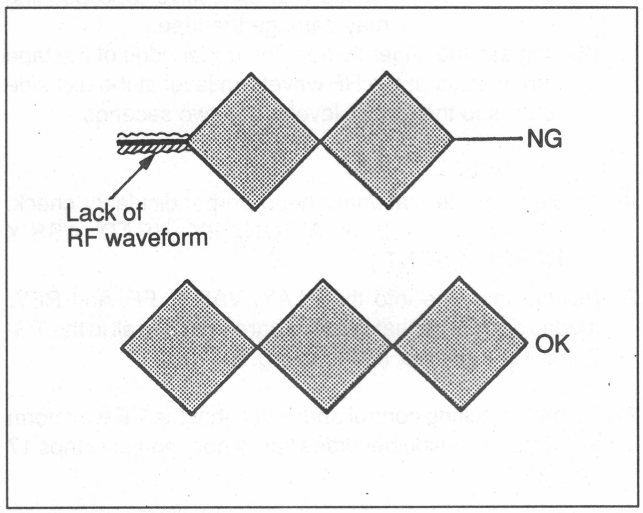

Fig. 8-5-18. Overall RF Contact (2)
28. Turn the tracking control so that the RF waveform is maximum. Put the machine into the shuttle mode, and change the tape to 0 through ±2 times the normal speed. Then, check that lack of RF waveform occurs in the RF waveform shown in Fig. 8-5-18.